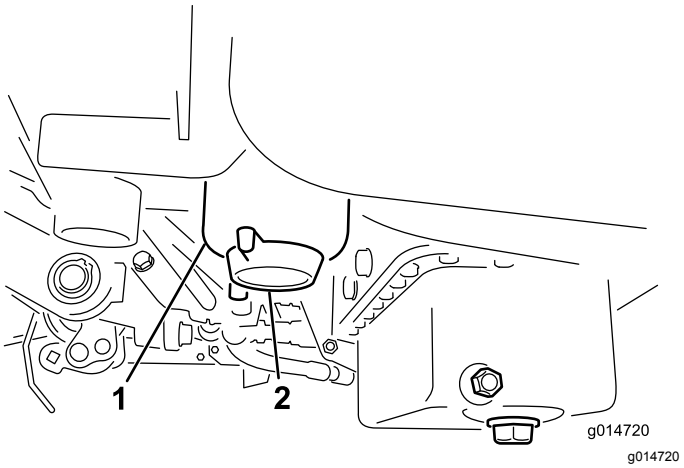

**Figuur 31**
3. Open de aftapplug op het brandstoffilter ongeveer één slag en tap eventueel water af (Figuur 31).